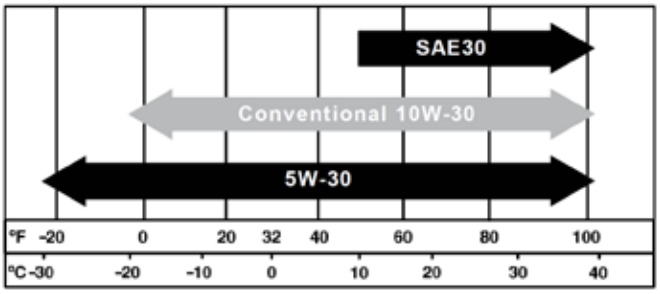

Figura 17 - Aceite recomendado
1. Solo use el aceite del motor especificado en la Figura 17.
6. Seleccione el aceite de motor adecuado como se especifica en la Figura 17.